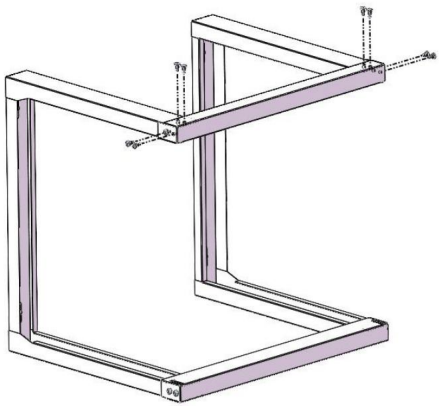

Figure 2
2. Insérez la traverse supérieure (2) dans le support en U gauche (1) et le support en U droit (1), fixez-la avec 8 vis de fixation M5 (4). Voir la figure 2.